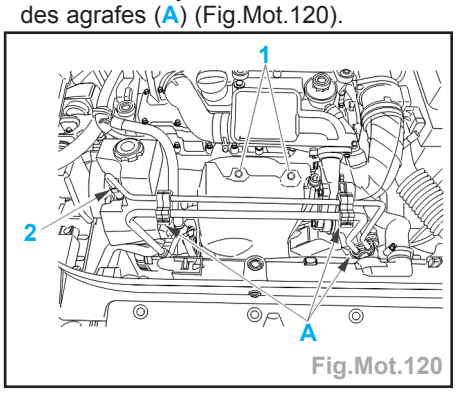

Fig.Mot.120
- Débrider les tuyaux de direction assistée des agrafes (A) (Fig.Mot.120).